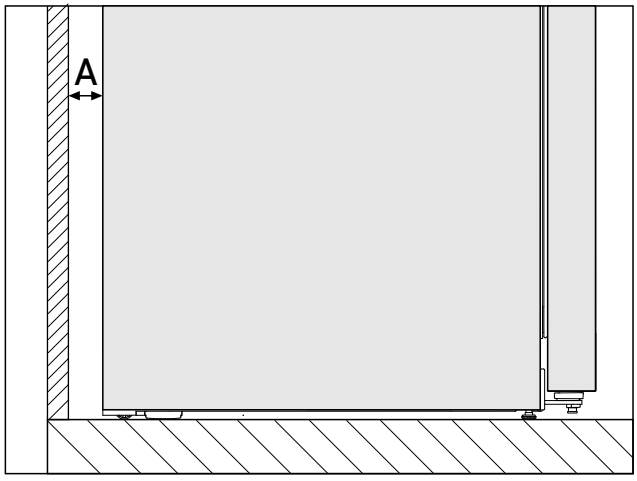

*Fig. 3 **
Energiforbruket ble bestemt med en veggavstand på *Fig. 3 (A)* mellom baksiden av apparatet og veggen. Hvis veggavstanden er mindre enn *Fig. 3 (A)*, vil dette ikke påvirke funksjonen til apparatet. Med en mindre veggavstand kan energiforbruket øke litt, og det kan oppstå kondens på apparatets bakvegg.*